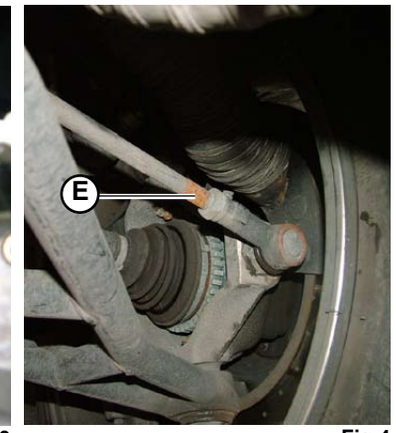

Fig.4
5. Screw the ball joints (**E-Fig.4**) onto both front wheels (one ball joint for each wheel).